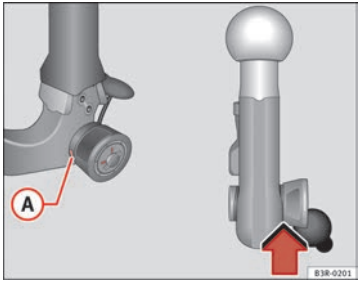

Fig. 168 Removable towing bracket: Safety check
– Check that the green marking (A) ⇒ fig. 168 on the knob is inside the black zone marked on the ball joint.